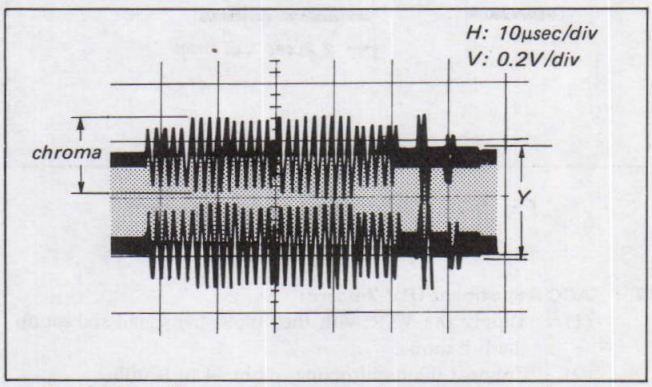

Fig. 5-32. Y record current and chroma record current adjustment
(1) Adjust the Y signal level to 0.46V ± 0.02Vp-p with RV017.
(2) Adjust the C signal level to 0.24V ± 0.01Vp-p with RV016. (See Fig. 5-32.)